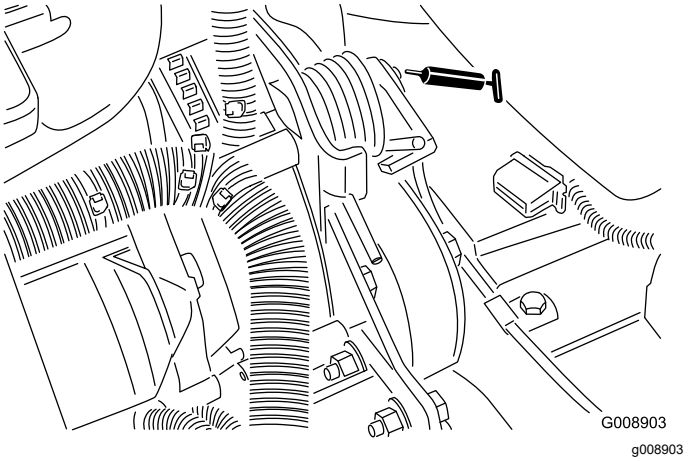

Rysunek 54
- Oś napinacza paska (Rysunek 54)